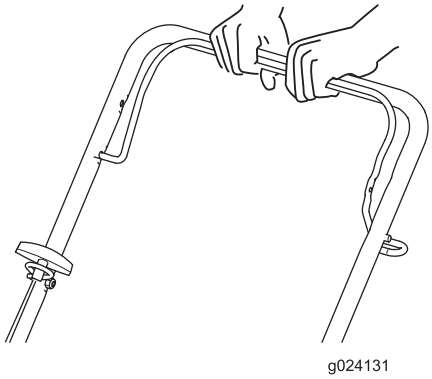

Figure 11
2. Serrez la barre de commande de la lame contre la partie supérieure du guidon (Figure 11).